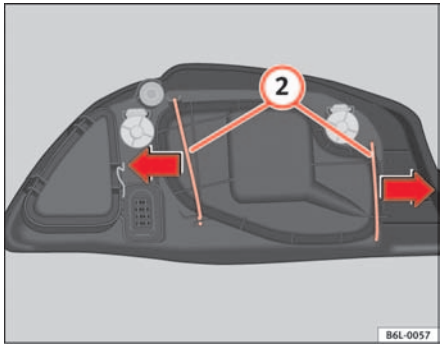

Fig. 144 Main beam lamp
– Remove the loops (2) ⇒ fig. 144 outwards in the direction of the arrow and remove the cover.
– Fit the plastic cover and replace the loops (2) ⇒ fig. 144.